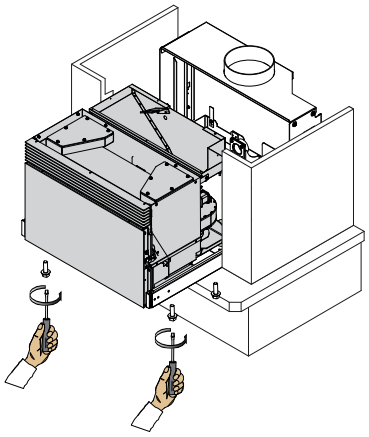

Abb. 6.1.11
11) Die zuvor entfernten Befestigungsschrauben aus Punkt 6.1.5 (Abb. 6.1.11) wieder einbauen.